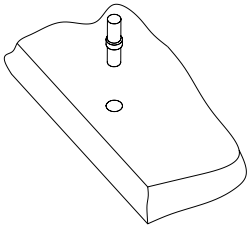

Рис.4
6. Вставить полкодержатели в соответствующие плоскостные отверстия боковин 3, 4 (Рис. 4).
(Рис.4)